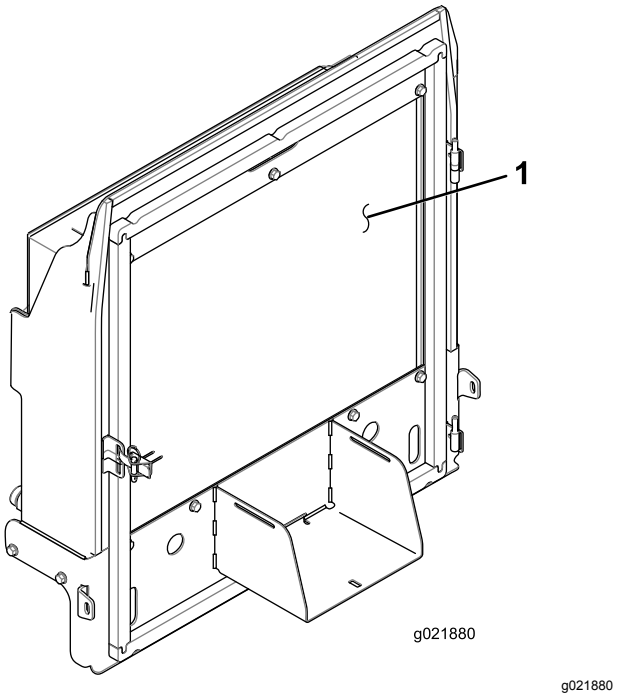

Figur 83
4. Rengør begge sider af køleren/oliekøleren grundigt med trykluft (Figur 83).